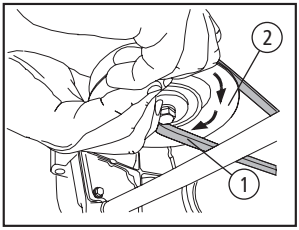

Fig. 27
- Sentado atrás do equipamento, olhando para frente, alcance por debaixo do equipamento para pegar a correia (1) localizada na frente da polia (2). Tenha cuidado para não prender os dedos quando rolar a correia para fora da polia [Fig. 27].
- Puxe o lado esquerdo da correia (1) para trás e para baixo enquanto gira manualmente a polia (2) para a direita até que a correia deslize para fora sobre a borda inferior da polia. Se puxar o lado direito da correia, gire a polia para a esquerda [Fig. 27].
- Enquanto segurar a correia (1) para baixo, continue a girar a polia (2) até que a correia deslize para fora da polia [Fig. 27].